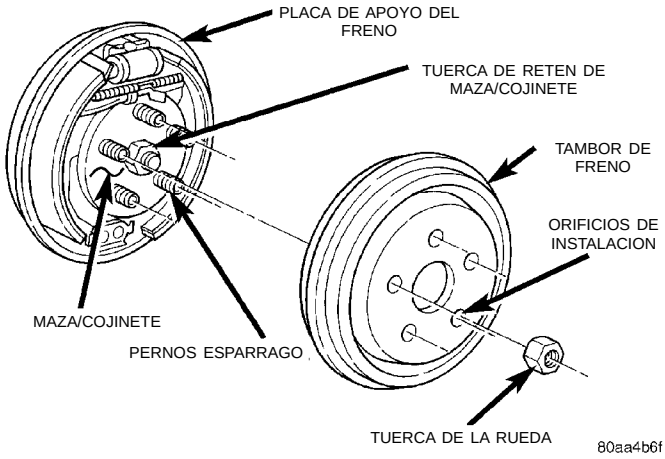

Fig. 80 Desmontaje/instalación del tambor de freno
(4) Retire el tambor de freno de la maza/cojinete (Fig. 80).